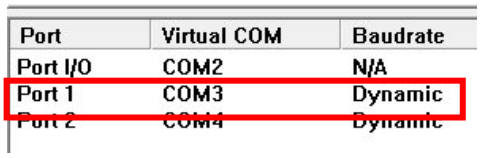

Figure 7.10.20
K. Open the Uart Utility program and select the Virtual COM number of Port1 as shown in Figure 7.10.20 and Figure 7.10.12